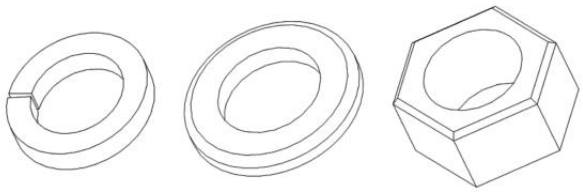

图3.1
1. 拆下4套安装用配件（螺母、弹垫、平垫）如图3.1，安装螺柱不用拆卸。将4套配件放置一边，切记不可丢失。